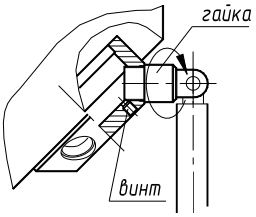

Рис.4
- закрутите до упора стопорный винт на ступице турникета под штангой. Затяните гайку ключом 41 (см. Рис.4). Верните штангу в исходное горизонтальное положение «проход перекрыт»